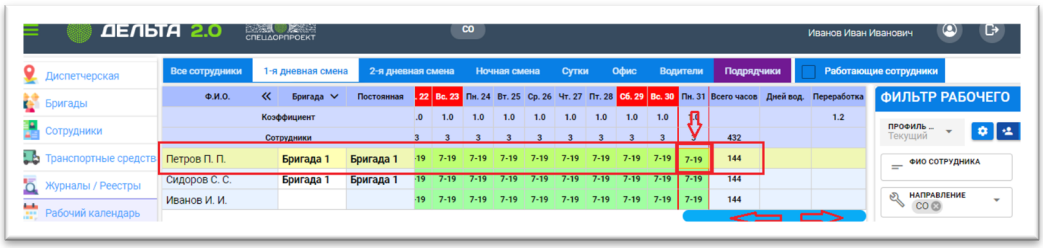

Рисунок 62 - Просмотра данных сотрудника на выбранную дату смены, доступные опции
- Доступ к вкладке сотрудника в рабочем календаре на выбранную дату. Необходимо выбрать строку нужного к просмотру сотрудника и выделить ее нажатием на строку. Далее требуется выбрать ячейку с цифровым обозначением смены (например, 7-19) в столбце с нужной датой напротив Ф.И.О. выбранного сотрудника (Рис.62). После нажатия откроется вкладка формы сотрудника;